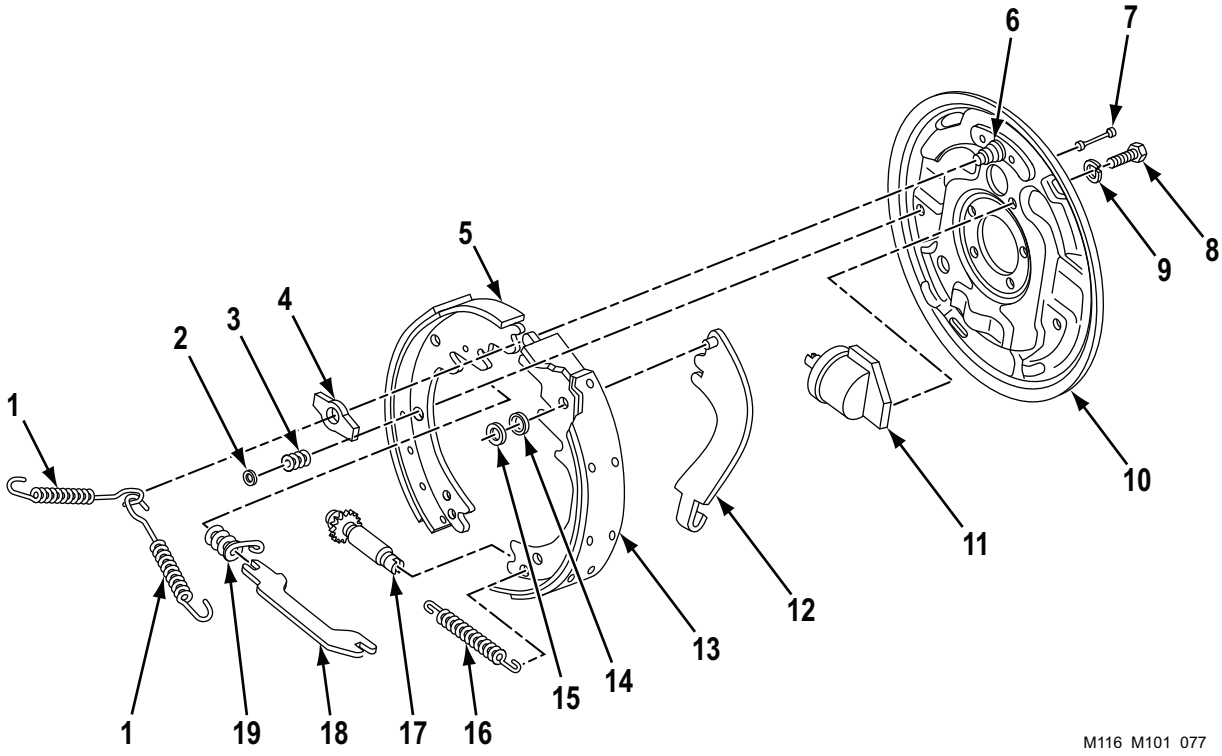

Figure 4. Service Brake Assembly.
1. Install wheel cylinder (Figure 4, Item 11) on backing plate (Figure 4, Item 10) with new lockwasher (Figure 4, Item 9) and bolt (Figure 4, Item 8). Torque bolt between 130 – 230 lb-in (15 – 26 N•m).
2. Install lever (Figure 4, Item 12) on brake shoe (Figure 4, Item 13) with spring tension washer (Figure 4, Item 14) and new clamp (Figure 4, Item 15). Pinch ends of clamp (Figure 4, Item 15) to retain it securely in place.
3. Install two brake shoes (Figure 4, Items 5 and 13), pins (Figure 4, Item 7), and springs (Figure 4, Item 3) on backing plate (Figure 4, Item 10). Install two retainers (Figure 4, Item 2), spring (Figure 4, Item 19), and strut (Figure 4, Item 18) on backing plate (Figure 4, Item 10).
4. Turn in adjusting screw (Figure 4, Item 17) fully. Install adjusting screw (Figure 4, Item 17) and spring (Figure 4, Item 16) between two brake shoes (Figure 4, Items 5 and 13).
5. Install plate (Figure 4, Item 4) on anchor pin (Figure 4, Item 6).
6. Install two springs (Figure 4, Item 1) on anchor pin (Figure 4, Item 6) and brake shoes (Figure 4, Items 5 and 13).